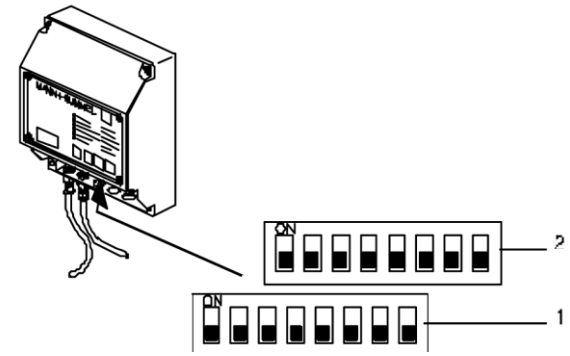

Рисунок 6.3.-1:
- На блоке управления: удалите крышку клеммной коробки (см. рисунок 6.3.-1).